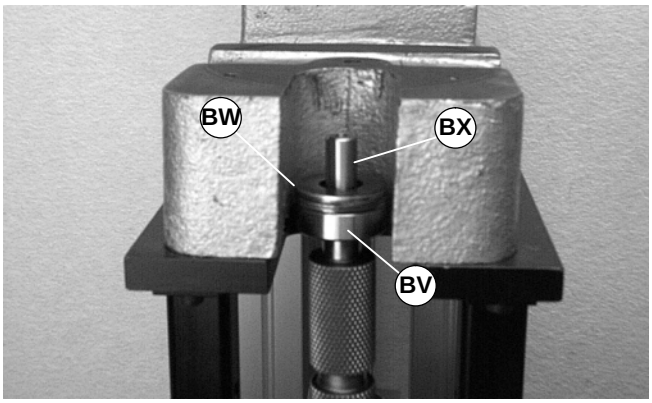

Abbildung 54
2. Zwei (2) 5/8 flache Unterlegscheiben oder Ähnliches (BW siehe Abbildung 54), über die Antriebswelle (BX) und gegen das Lager legen (BV) (Teilnr. 802-124).